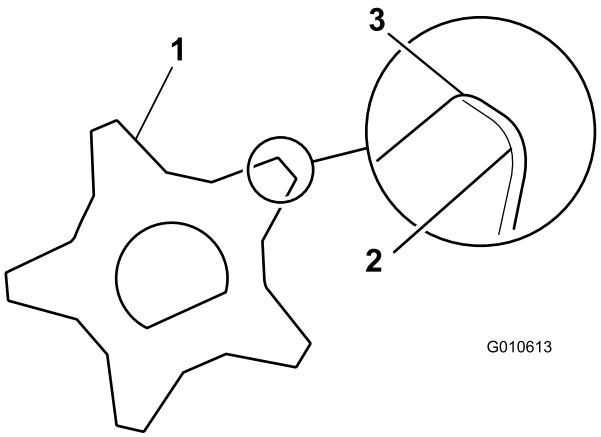

Рисунок 37
13. Соберите вал в обратном порядке, чтобы более острые кромки ножей были обращены вперед (Рисунок 37).